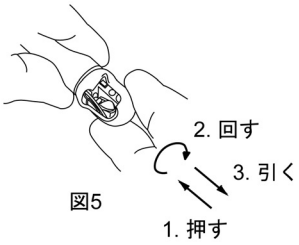

図5
(5)(4)項の状態で（先端カバーを押し込んだまま）図 5 のように先端カバーを先端から見て時計方向に止まるまで回転する。その後先端カバーを少し先端側に引っ張る。引っ張ることにより、先端カバーが内視鏡先端部に完全に固定された状態となる。なお、先端カバーが回転しないときは先端カバーの押し込みが不足している場合があるので、本節の(4)項からやり直すこと。